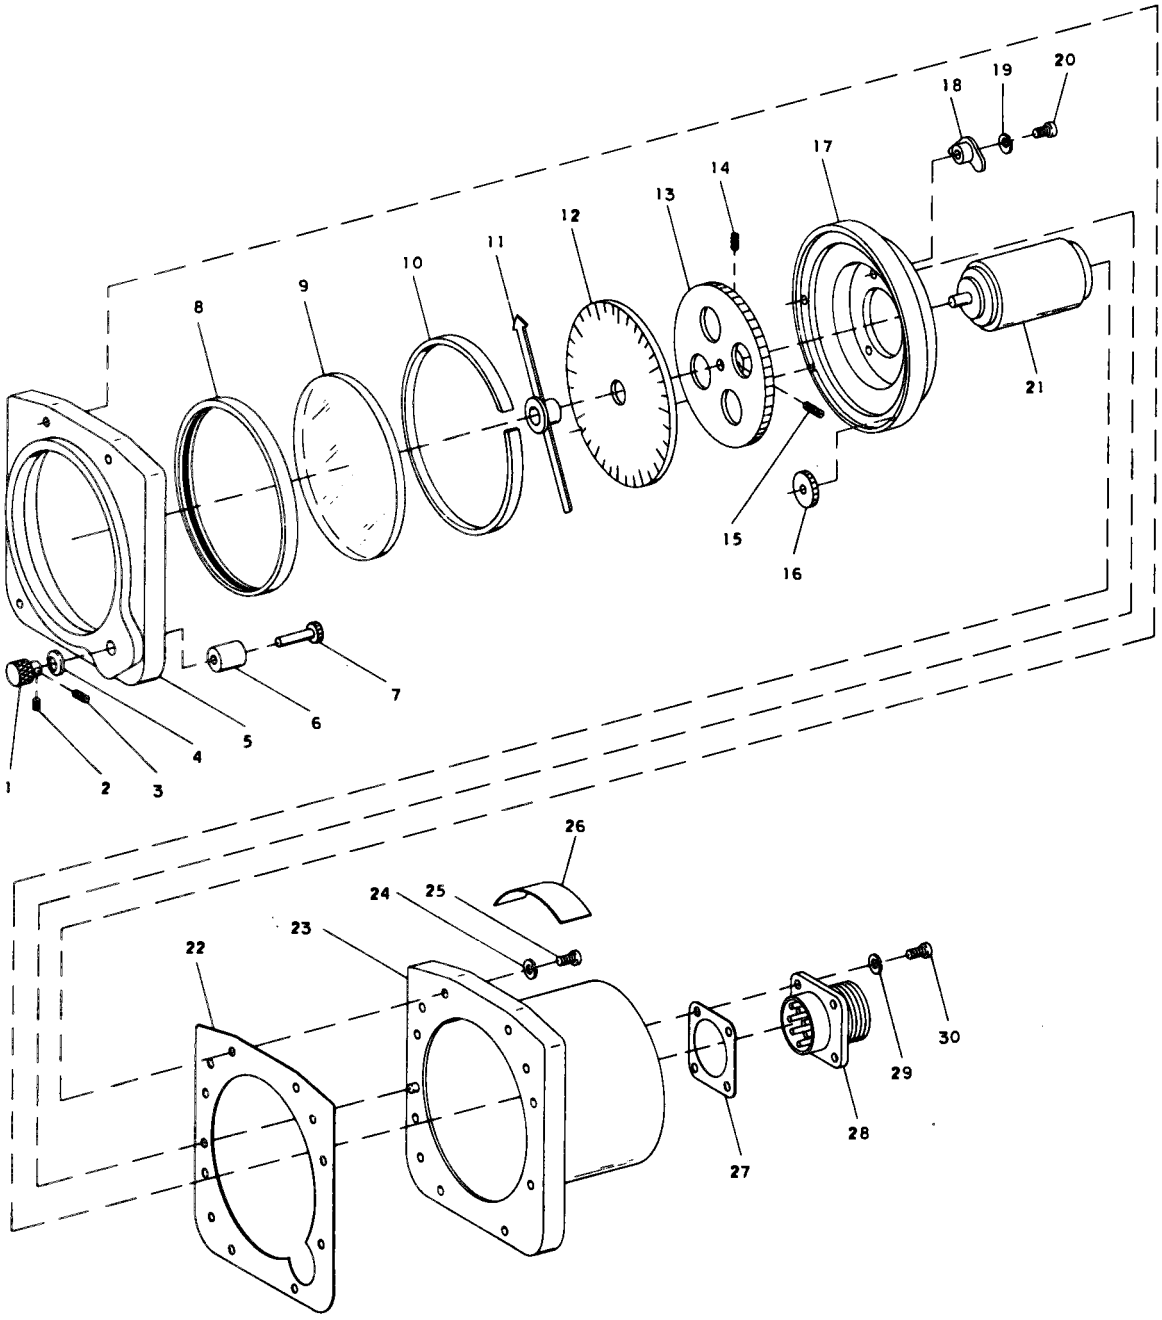

Figure 3-1. COMPASS SIMULATOR indicator, exploded view.
(1) Remove test set front panel (step *a* above).
(2) Remove the three screws that hold COMPASS SIMULATOR indicator to test set front panel.
(3) Pull COMPASS SIMULATOR indicator away from front panel.
(4) Disconnect cable attached to COMPASS SIMULATOR indicator.
i. Disassembly of COMPASS SIMULATOR Indicator (fig. 3-1).
(1) Remove four screws (30) and four lockwashers (29) from connector P1 (28).
(2) Pull connector P1 (28) away from rear housing (23) to allow enough space to unsolder leads attached to connector. Label these leads to identify them for reassembly. Remove gasket (27).
(3) Set COMPASS SIMULATOR indicator down on a flat surface.
(4) Remove eight screws (25) and eight lockwashers (24).
(5) Pull front cover (5) away from rear housing (23).
(6) Remove gasket (22).
(7) Separate front cover (5) from synchro housing (17).
(1) Place meter back in front panel.
(2) Replace the four nuts, to hold meter to front panel.
(3) Connect the two wires to their proper terminals on meter.
(4) Replace test set front panel (step (4) above).
d. Reassembly of COMPASS SIMULATOR Indicator (fig. 3-1).
(1) Replace synchro B1 (21) to synchro housing (17).
(2) Replace three synchro clamps (18), three lockwashers (19), and three screws (20).
(3) Replace synchro gear (13).
(4) Rotate synchro gear (13) until setscrew (15) lines up with hole in smaller rim of synchro housing (17). Tighten this setscrew.
(5) Repeat step (4) above to tighten setscrew (14).
(6) Replace idler gear (16).
(7) Replace dial (12) and retainer (10).
(8) Push needle (11) straight on the shaft of synchro B1 (21) until it is properly in place. Align the COMPASS SIMULATOR indicator (para 3-10).
(9) Replace shaft sleeve (6). Lubricate inside of shaft sleeve (6) with Dow Corning Stopcock grease. Replace drive gear (7).
(10) Replace spring washer (4). Replace knob (1) and tighten two setscrews (2, 3).